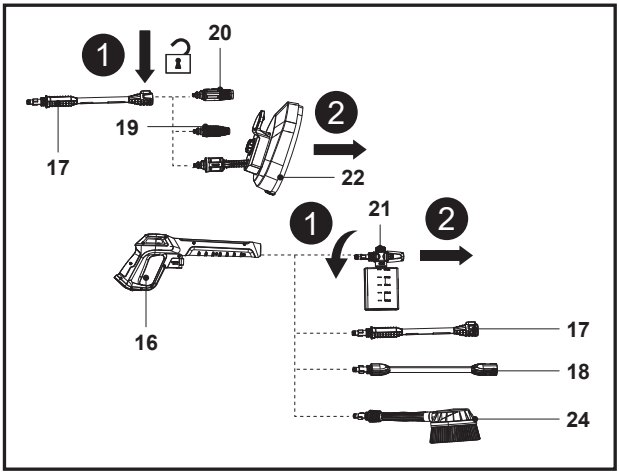

Fig. 21
1. Déconnecter la buse (19/20/22) de la lance télescopique (17) ; déconnecter la buse pour flacon de détergent (21), la brosse de nettoyage (24), la lance télescopique (17), la perche télescopique (18) du pistolet de pulvérisation (16) (Fig. 21).